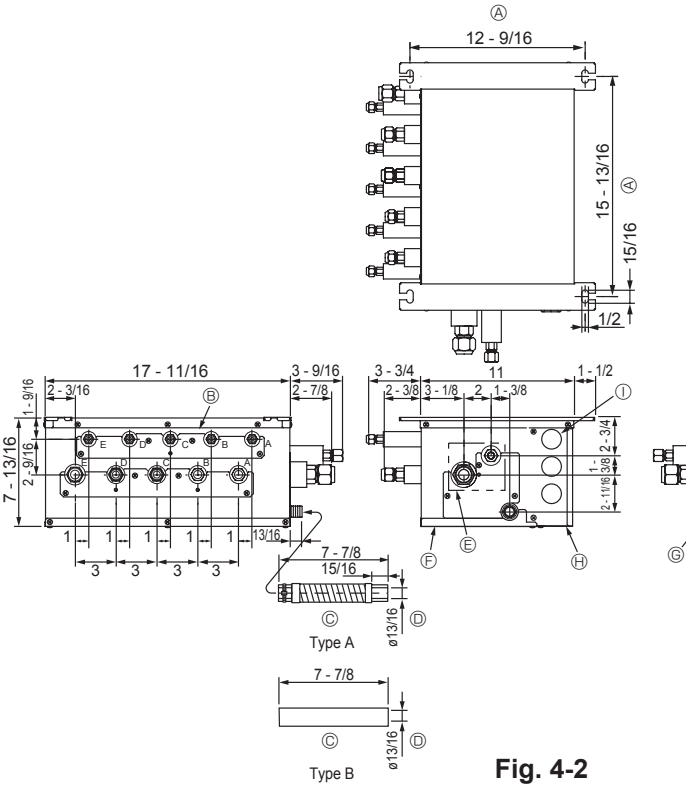

Fig. 4-2
■ **PAC-AKA51BC (Fig.4-2)**
(1) Install the suspension bolts (procure locally) at the specified pitch (Fig. 4-2, 4-3).